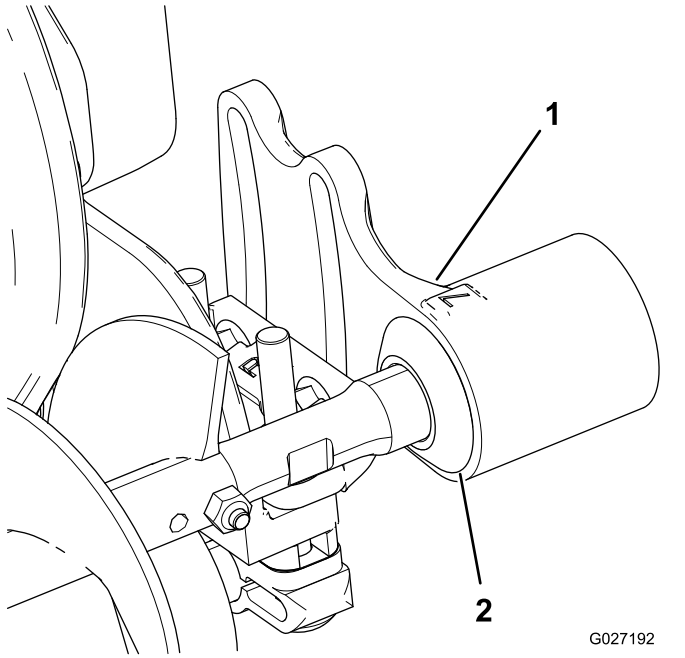

Rysunek 10
1. Przesuń każdą z uszczelek wargowych na zewnątrz, aż uszczelki wargowe będą lekko dotykać każdej obudowy łożyska (Rysunek 10).